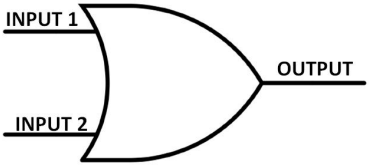

Figure 7-4. *The OR Logic Gate circuit symbol*
Just like the other logic gates discussed in Chapter 5 and Chapter 6, the OR Logic Gate has a special circuit symbol as well, shown in Figure 7-4. The truth table (TT) shows the logic gate operation. Figure 7-5 is an OR Logic Gate TT.